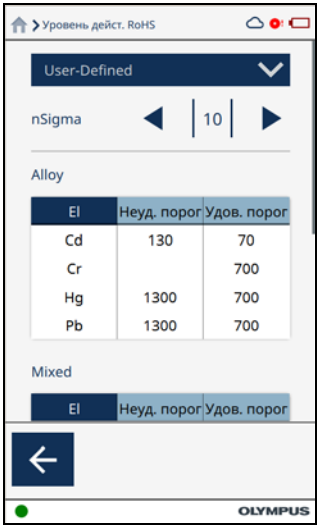

Рис. 2-88 Экран Уровень действия RoHS
- Нажмите на кнопку **Уровень дейст. RoHS** ( ) [на **Панели меню** или на экране **В реал. врем.**] для отображения экрана **Уровень дейст. RoHS** (см. Рис. 2-88 на стр. 93).